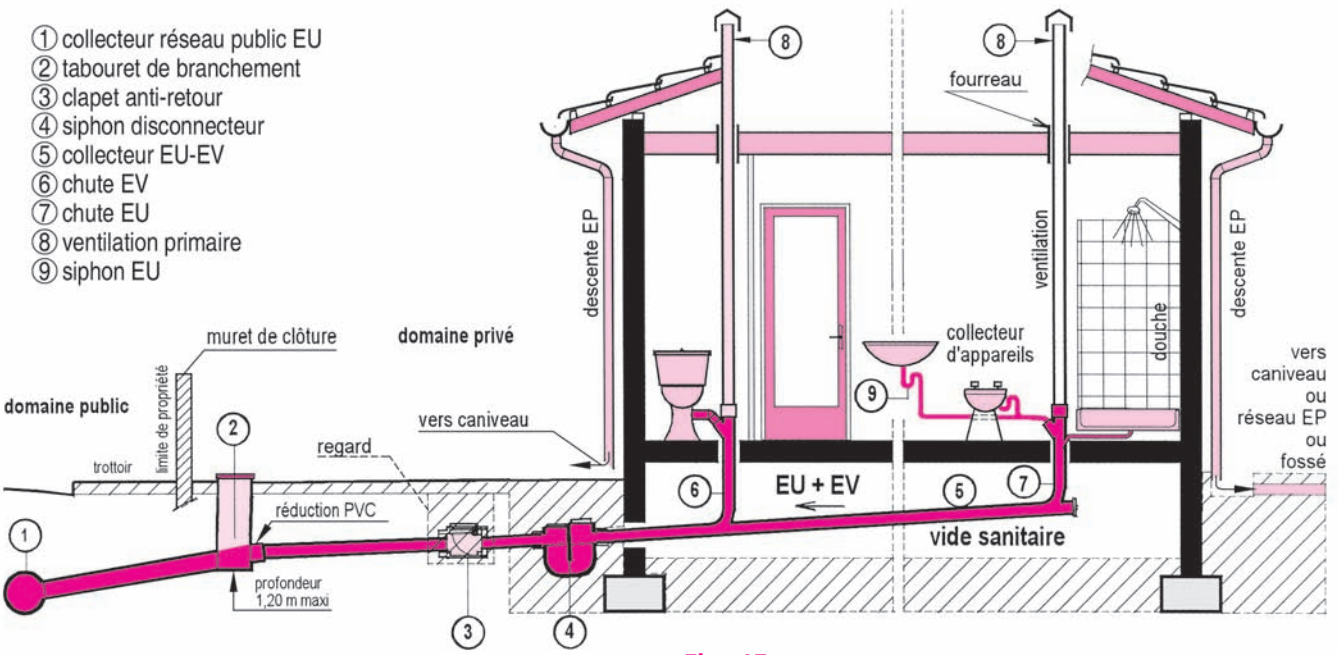

Fig. 15 : Schéma de principe des évacuations des eaux vannes et usées
La ventilation avec sortie au-dessus du toit est obligatoire. Elle s'effectue généralement en diamètres 80 mm et 100 mm (cf. fig. 15).
- Le système des eaux usées comporte une ventilation primaire, assurée par la chute verticale collectrice prolongée par un débouché à l'extérieur pour éviter tout siphonnage des appareils (fig. 15).